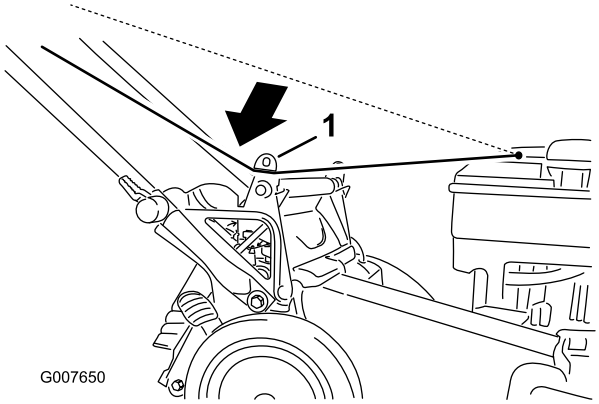

Figuur 24
1. Laat het startkoord rond de onderste koordgeleider lopen (Figuur 24).